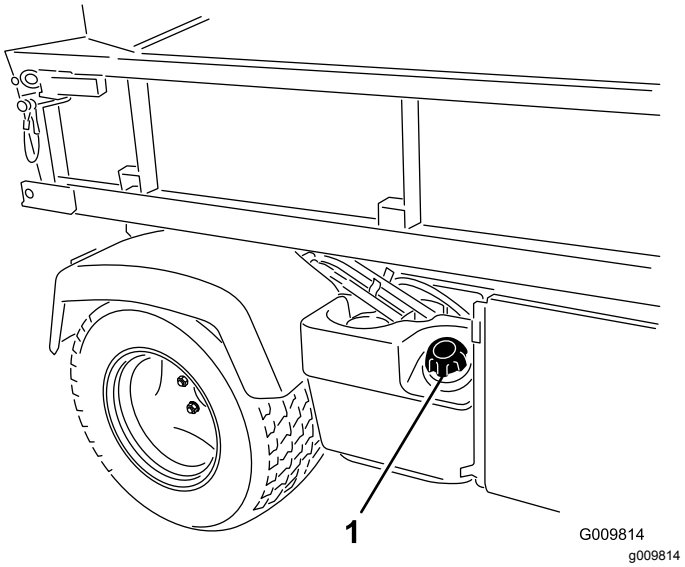

**Bild 14**
2. Entfernen Sie den Tankdeckel (Bild 14).